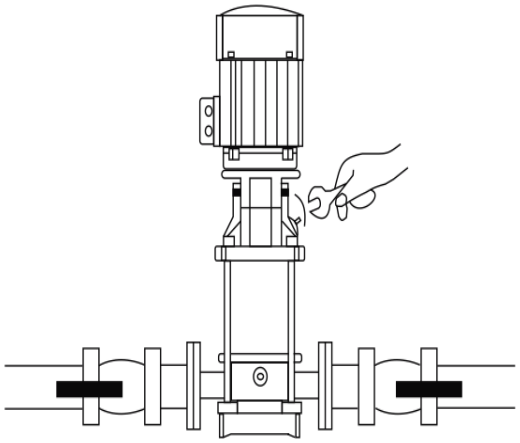

Рисунок 5
5. После завершения всех вышеописанных процедур закрутите клапан выпуска воздуха (смотрите рисунок 5 ниже).